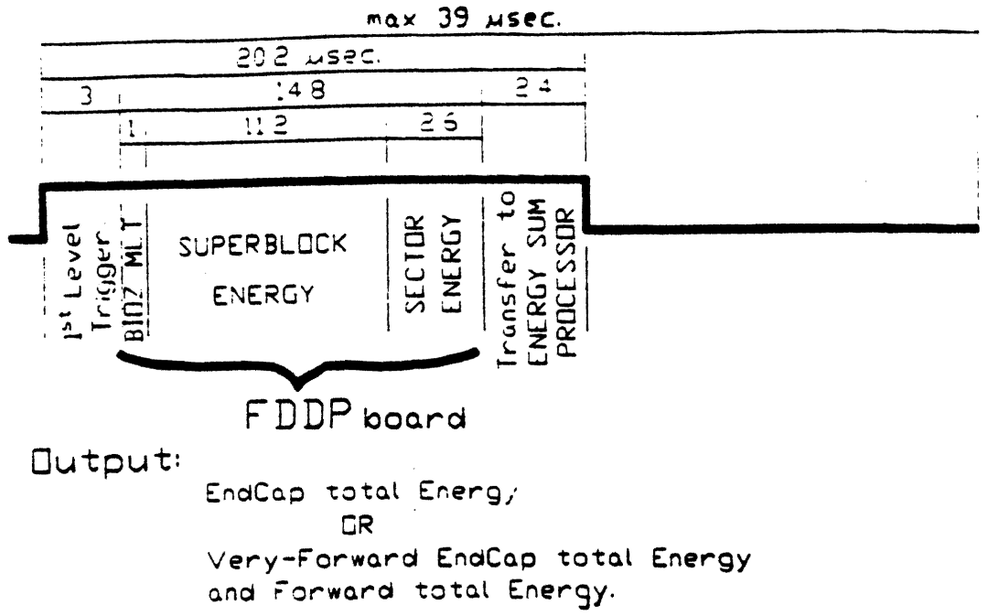

Figure 14: Typical timing diagram of FEMC second level trigger
- total energy information for the second level (within 39 usec, See Fig. 14).
1. calculates sector energy for the second level trigger (see timing diagram Fig. 14); for this task the Unit: